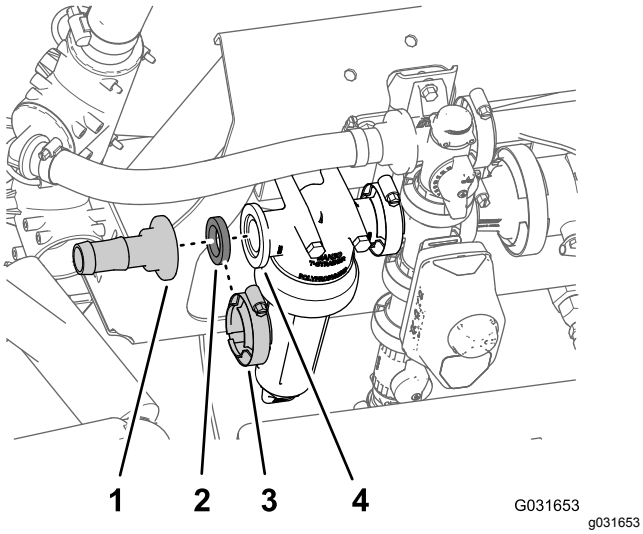

Figur 221
3. Fjern flangeklemmen, der fastgør den lige fitting med modhager og pakningen til flangen på filterhovedet, og fjern fittingen (Figur 221).